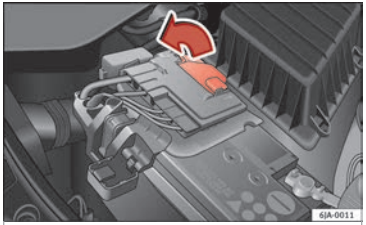

Fig. 210 Battery: Opening the cover.
– Open the battery cover in the direction indicated by the arrow ››› Fig. 210.